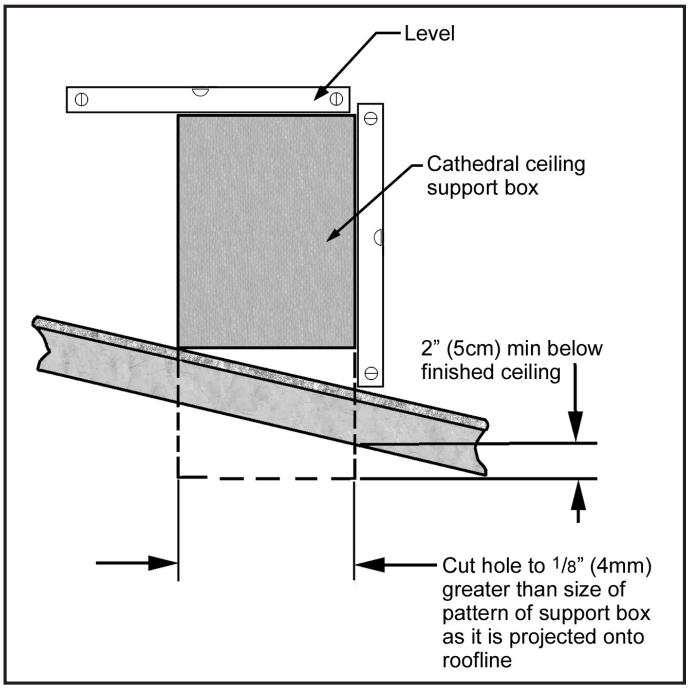

Figure 38: Cathedral Ceiling Support Box Leveling.
4. Lower the "Support Box" through the hole in the roof until the bottom of the "Support Box" protrudes at least 2 inches (5 cm) below the ceiling. Align the "Support Box" both vertically and horizontally with a level as shown in Figure 38 Temporarily tack the "Support Box" in the place through the inside walls and into the roof sheathing.